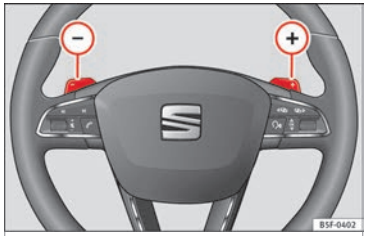

Fig. 160 Steering wheel with paddle levers for automatic gearbox.
– Press the right paddle lever (+) towards the steering wheel to change up ››› **Fig. 160**.
– Press the left paddle lever (-) towards the steering wheel to change down ››› **Fig. 160**. »
If the paddle levers ››› **Fig. 160** are used in the normal or sport programme, the system switches temporarily to “tiptronic” mode. To exit “Tiptronic” mode again, press the right paddle lever (+) towards the steering wheel for approximately one second. You will also leave “tiptronic” mode if the paddle levers are not moved for a certain time.